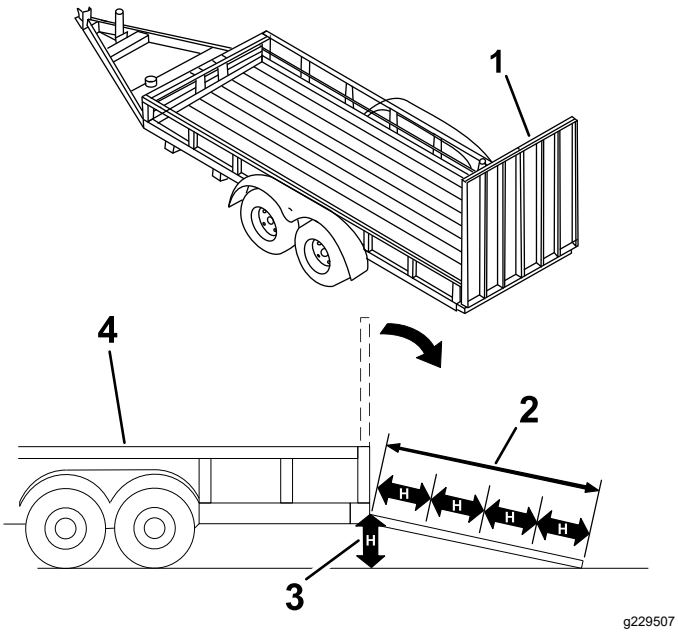

**Figur 27**
**Om man lastar på eller av en maskin på ett släp eller en lastbil ökar risken för att maskinen välter, vilket kan orsaka allvarliga personskador eller dödsfall (Figur 27).**